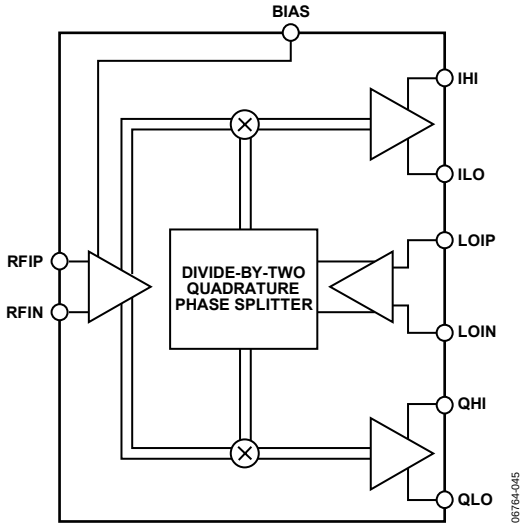

Figure 45. Block Diagram
The ADL5387 can be divided into five sections: the local oscillator (LO) interface, the RF voltage-to-current (V-to-I) converter, the mixers, the differential emitter follower outputs, and the bias circuit. A detailed block diagram of the device is shown in Figure 45.